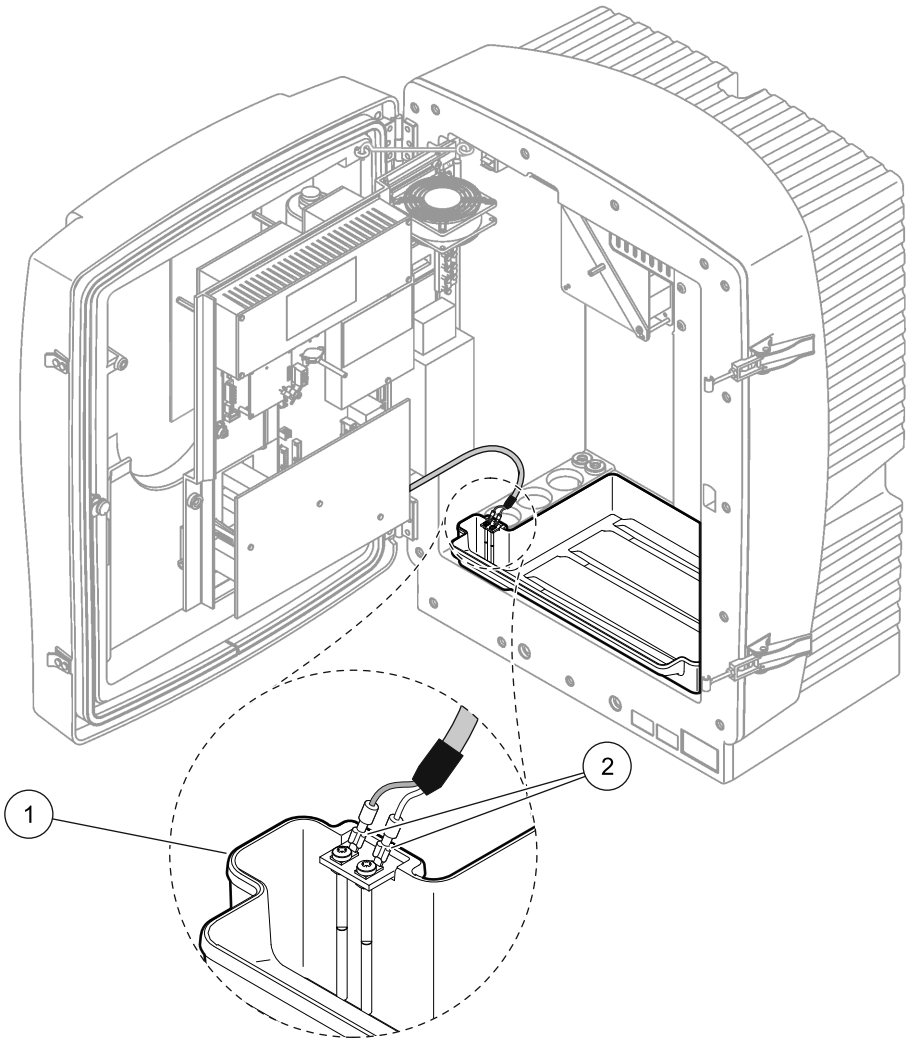

图 12 连 接 湿度 传感器
3. 将湿度传感器电线连接到收集盘上的接线端子螺钉上（图 12）。